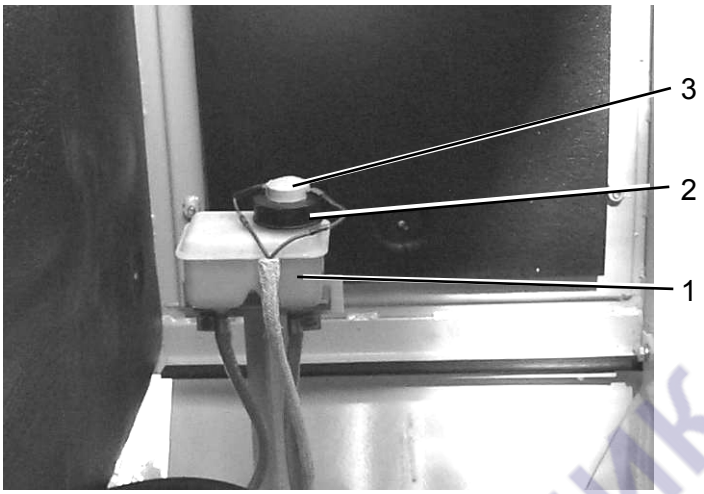

Рис. 5.24. Вид на бачок с тормозной жидкостью
5. Выкрутить пробку (2, Рис. 5.24) бачка с тормозной жидкостью.
1. Заполнить бачок (Рис. 5.24) тормозной жидкостью.